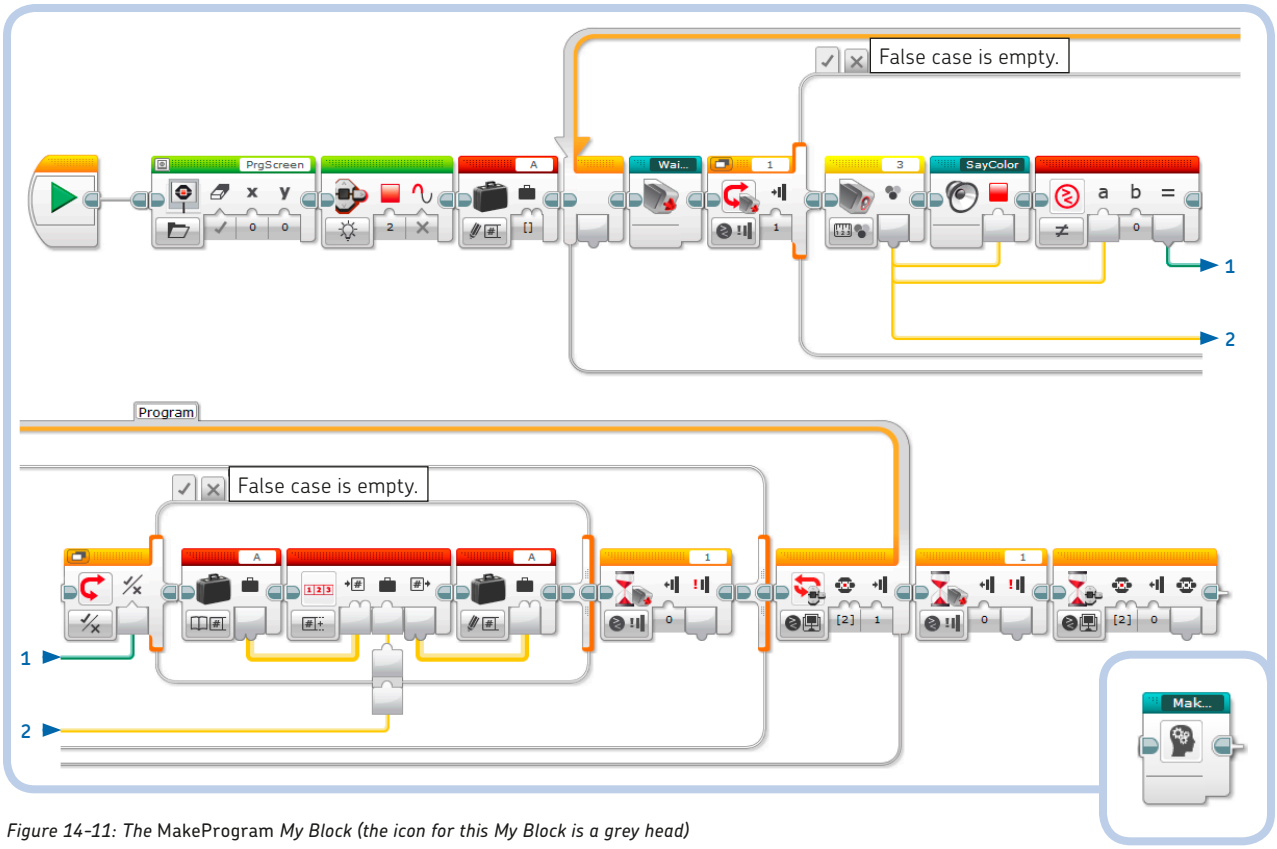

Figure 14-11: The MakeProgram *My Block (the icon for this My Block is a grey head)*
The *MakeProgram* My Block (Figure 14-11) allows you to record a program for the robot at runtime by showing the three colored sides of the COLOR CUB3 to the Color Sensor and entering the color codes by pressing the Touch Sensor. You can add actions to the program corresponding to the colors white (6), red (5), and black (1).